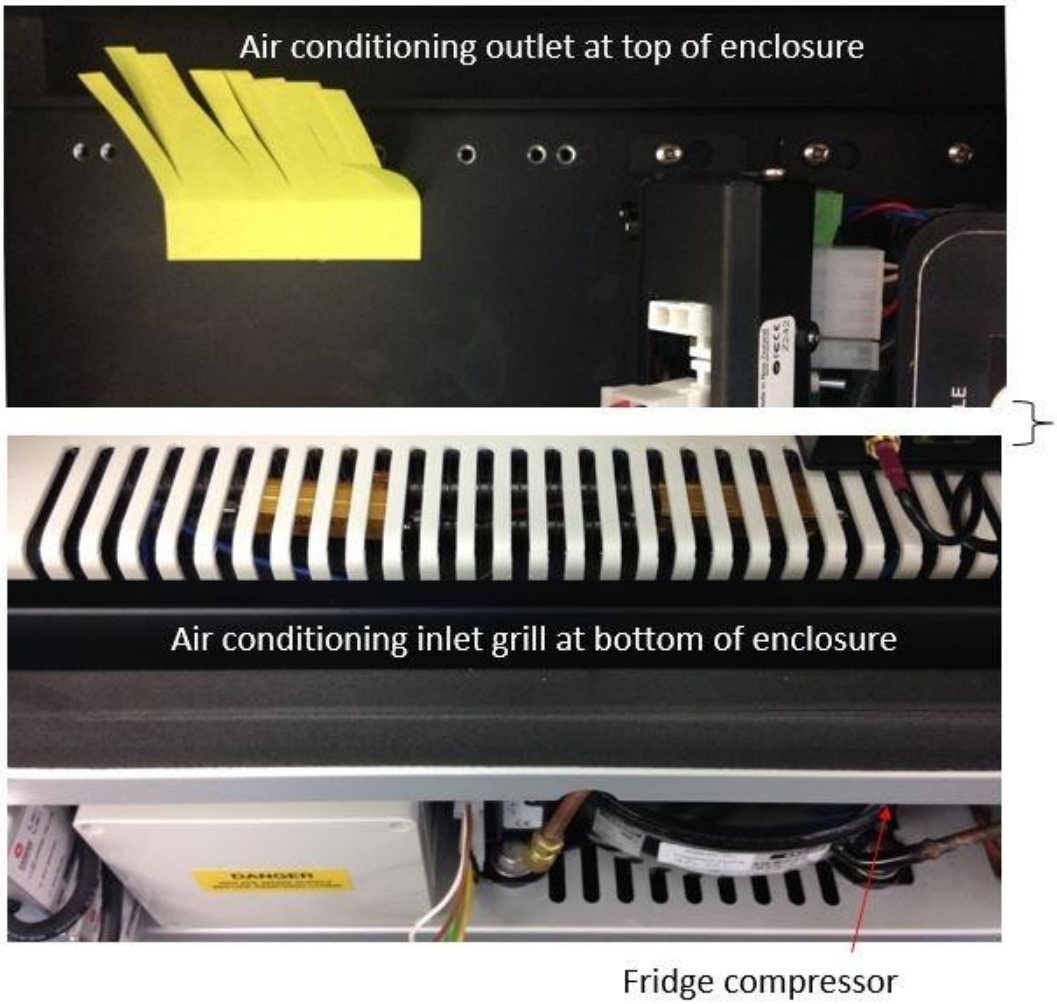

Figure 1-20 Air conditioned air is constantly circulated in the AQM 65 enclosure. Air comes in to the enclosure at the top and exits through vents at the bottom
The compressor is located on the bottom of the AQM 65 behind a protective shield and can be removed if required. Temperature controlled air is passed into the compressor heat exchanger through vents in the bottom of the enclosure. Air is then passed behind the back plate and then out a vent at the top of the inside of the enclosure, Figure 1-20.
- With the fuse pulled out you will still hear the internal blower and will be to feel air flow coming from the top, See Figure 1-20.